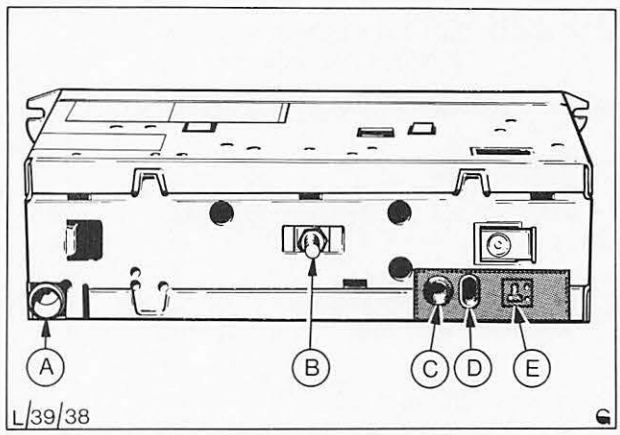

Abb. 5 Anschlüsse – Radiorückseite
8. Kabel an der Rückseite des Radios anschließen, Abb. 5, und Radio einsetzen.